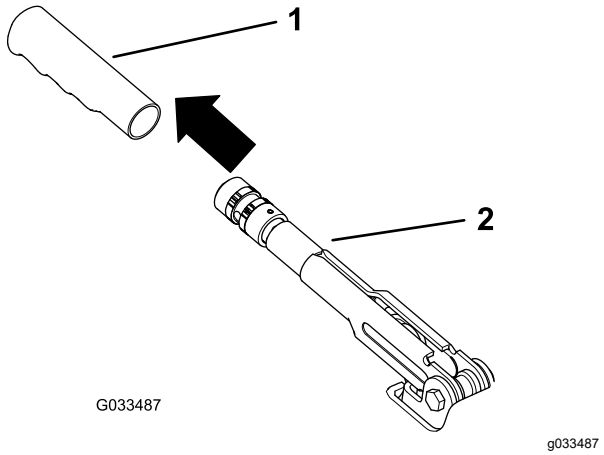

**Figura 58**
1. Retire la empuñadura de goma de la palanca del freno de estacionamiento (Figura 58).
5. Instale la empuñadura de goma en la palanca del freno de estacionamiento (Figura 58).